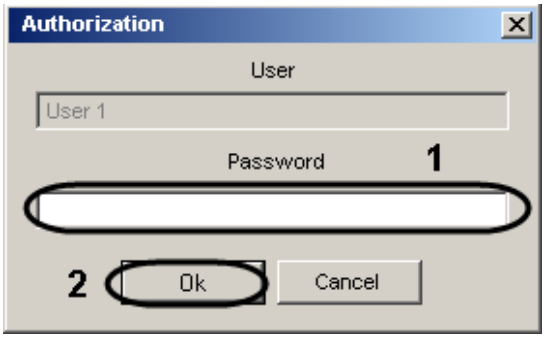

Figure 8.15-6 Entering the password for replication
3. In the “Authorization” dialog box type-in the password of user who makes the replication (Figure 8.15-6, 1).
4. Click the “OK” button (Figure 8.15-6, 2).